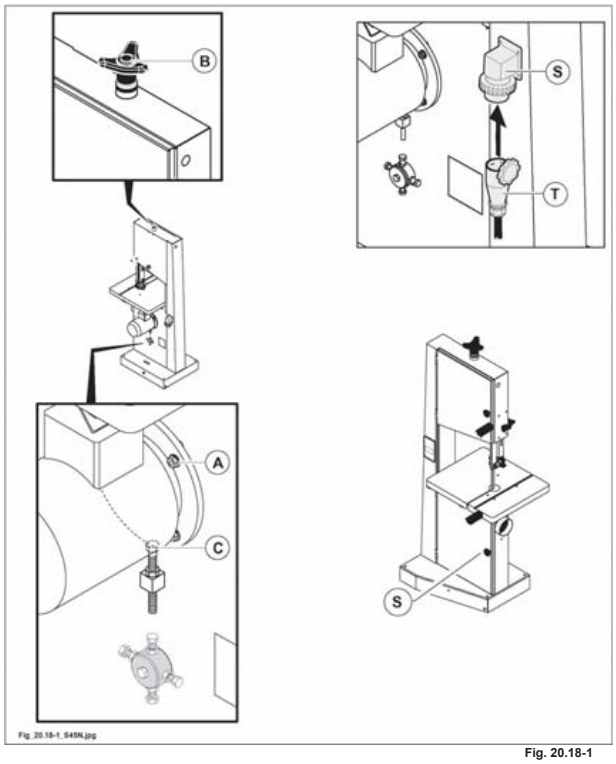

Fig. 20.18-1
prima di effettuare qualsiasi operazione togliere l'alimentazione elettrica e scollegare il cavo di alimentazione (presa T fig. 20.18-1) dalla spina (S fig. 20.18-1).
Aprire il carter inferiore (S fig. 20.18-1) per accedere alla cinghia e procedere come di seguito indicato:
- allentare completamente la lama agendo sulla manopola (B fig. 20.18-1).
- Allentare le 4 viti (A fig. 20.18-1) di fissaggio del motore.
- Allentare completamente la vite (C fig. 20.18-1).